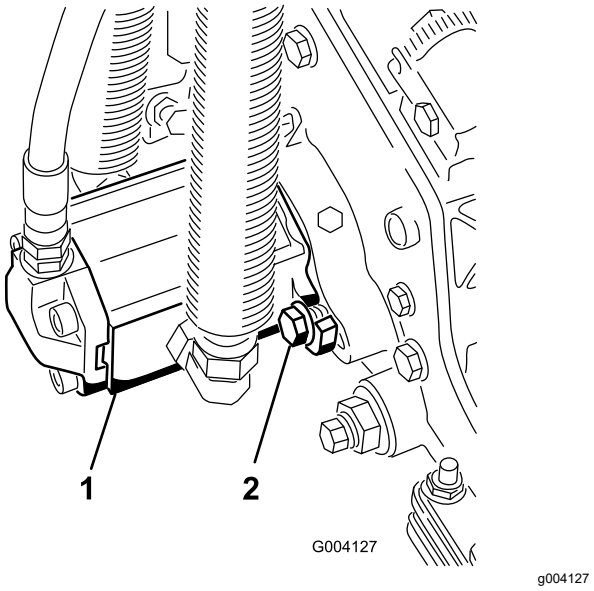

Figuur 31
3. Plaats de motor door deze rechtsom te draaien zodat de flenzen van motor loskomen van de bouten (Figuur 31).